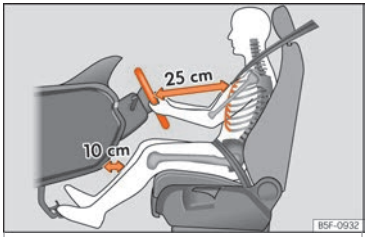
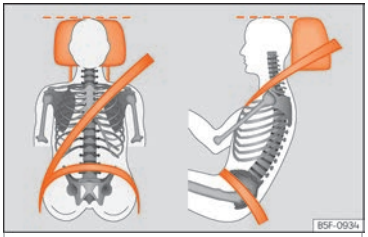

Fig. 65 The proper distance between driver and steering wheel.
Fig. 66 Correct belt web and head restraint positions
- Adjust the seat so that there is a distance of at least 25 cm between the steering wheel and your chest ››› Fig. 65 and so that you can hold the steering wheel with both hands on the outside of the ring at the 9 o'clock and 3 o'clock positions with your arms slightly bent.
- Adjust the driver seat forwards or backwards so that you are able to press the accelerator, brake and clutch pedals to the floor with your knees slightly angled and the distance between your knees and the dash panel is at least 10 cm ››› Fig. 65.
- Adjust the head restraint so that its upper edge is at the same level as the top of your head, or as close as possible to the same level as the top of your head and under no circumstances below eye level. Keep the back of your neck as close as possible to the head restraint ››› Fig. 65 and ››› Fig. 66.
Adjust the correct distance between the driver and the steering wheel ››› Fig. 65 using the controls on the driver seat ››› page 14.